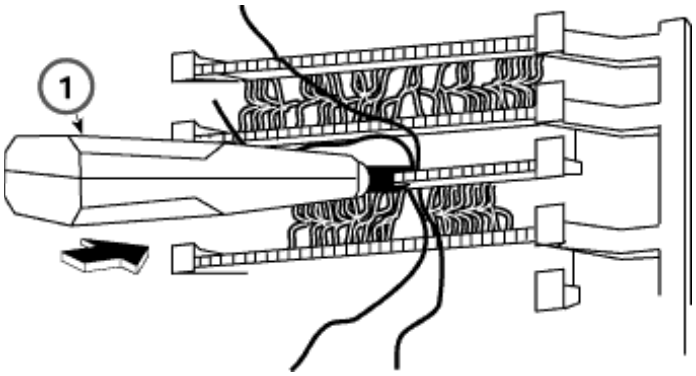

Figure 4-4. Using the D-Impact Tool to Seat the Conductors
c. Use the D-impact tool (item 1 in Figure 4-4) to seat the conductors.